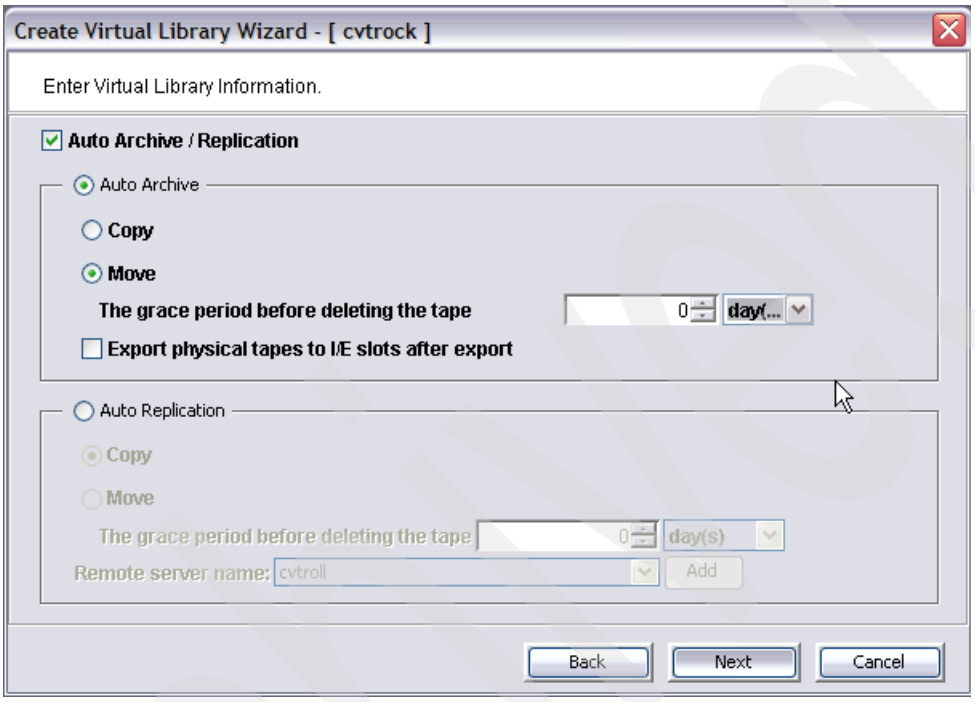

Figure 4-26 Selecting the Auto Archive / Replication option
4. In the Enter Virtual Library Information panel (Figure 4-26), for this example, we select **Auto Archive / Replication**. You select this option if the TS7510 should automatically *move* or *copy* virtual volumes to physical tape or to another TS7510, whenever a virtual tape volume is moved to the *input/output station (I/O station)*, either by the ISV (exported from the ISV application) or manually.